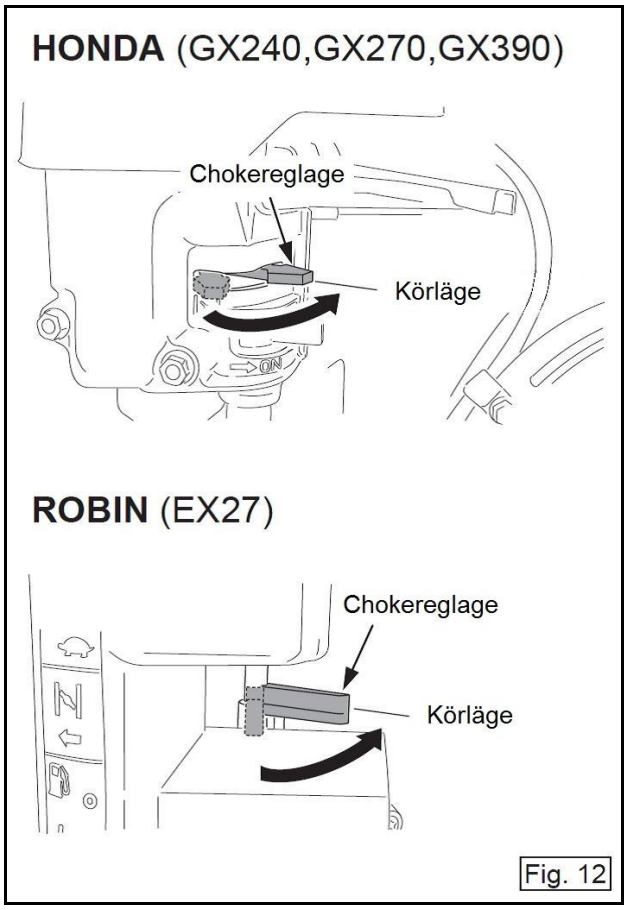

Fig. 12
7. När motorn startat, öppna chokereglaget gradvis till helt öppet. (Fig. 12)
4. Vrid nyckeln ytterligare till startläget "START" för att starta motorn. Släpp nyckeln när motorn har startat. (Fig. 12)